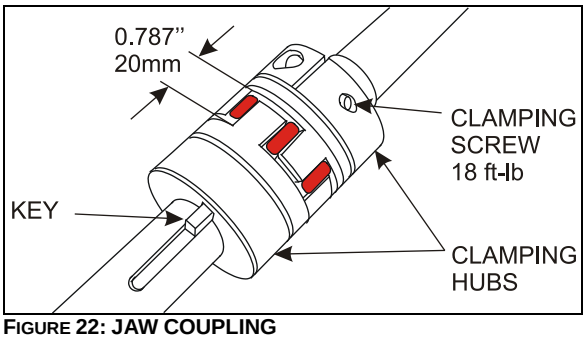

**FIGURE 22: JAW COUPLING**
8. Reconnect the clamping hubs with the spider. Leave a gap of 20mm (0.787inch) between each clamping hubs as shown on Figure 22. Use the motor hexagonal socket output shaft to align the keyways.